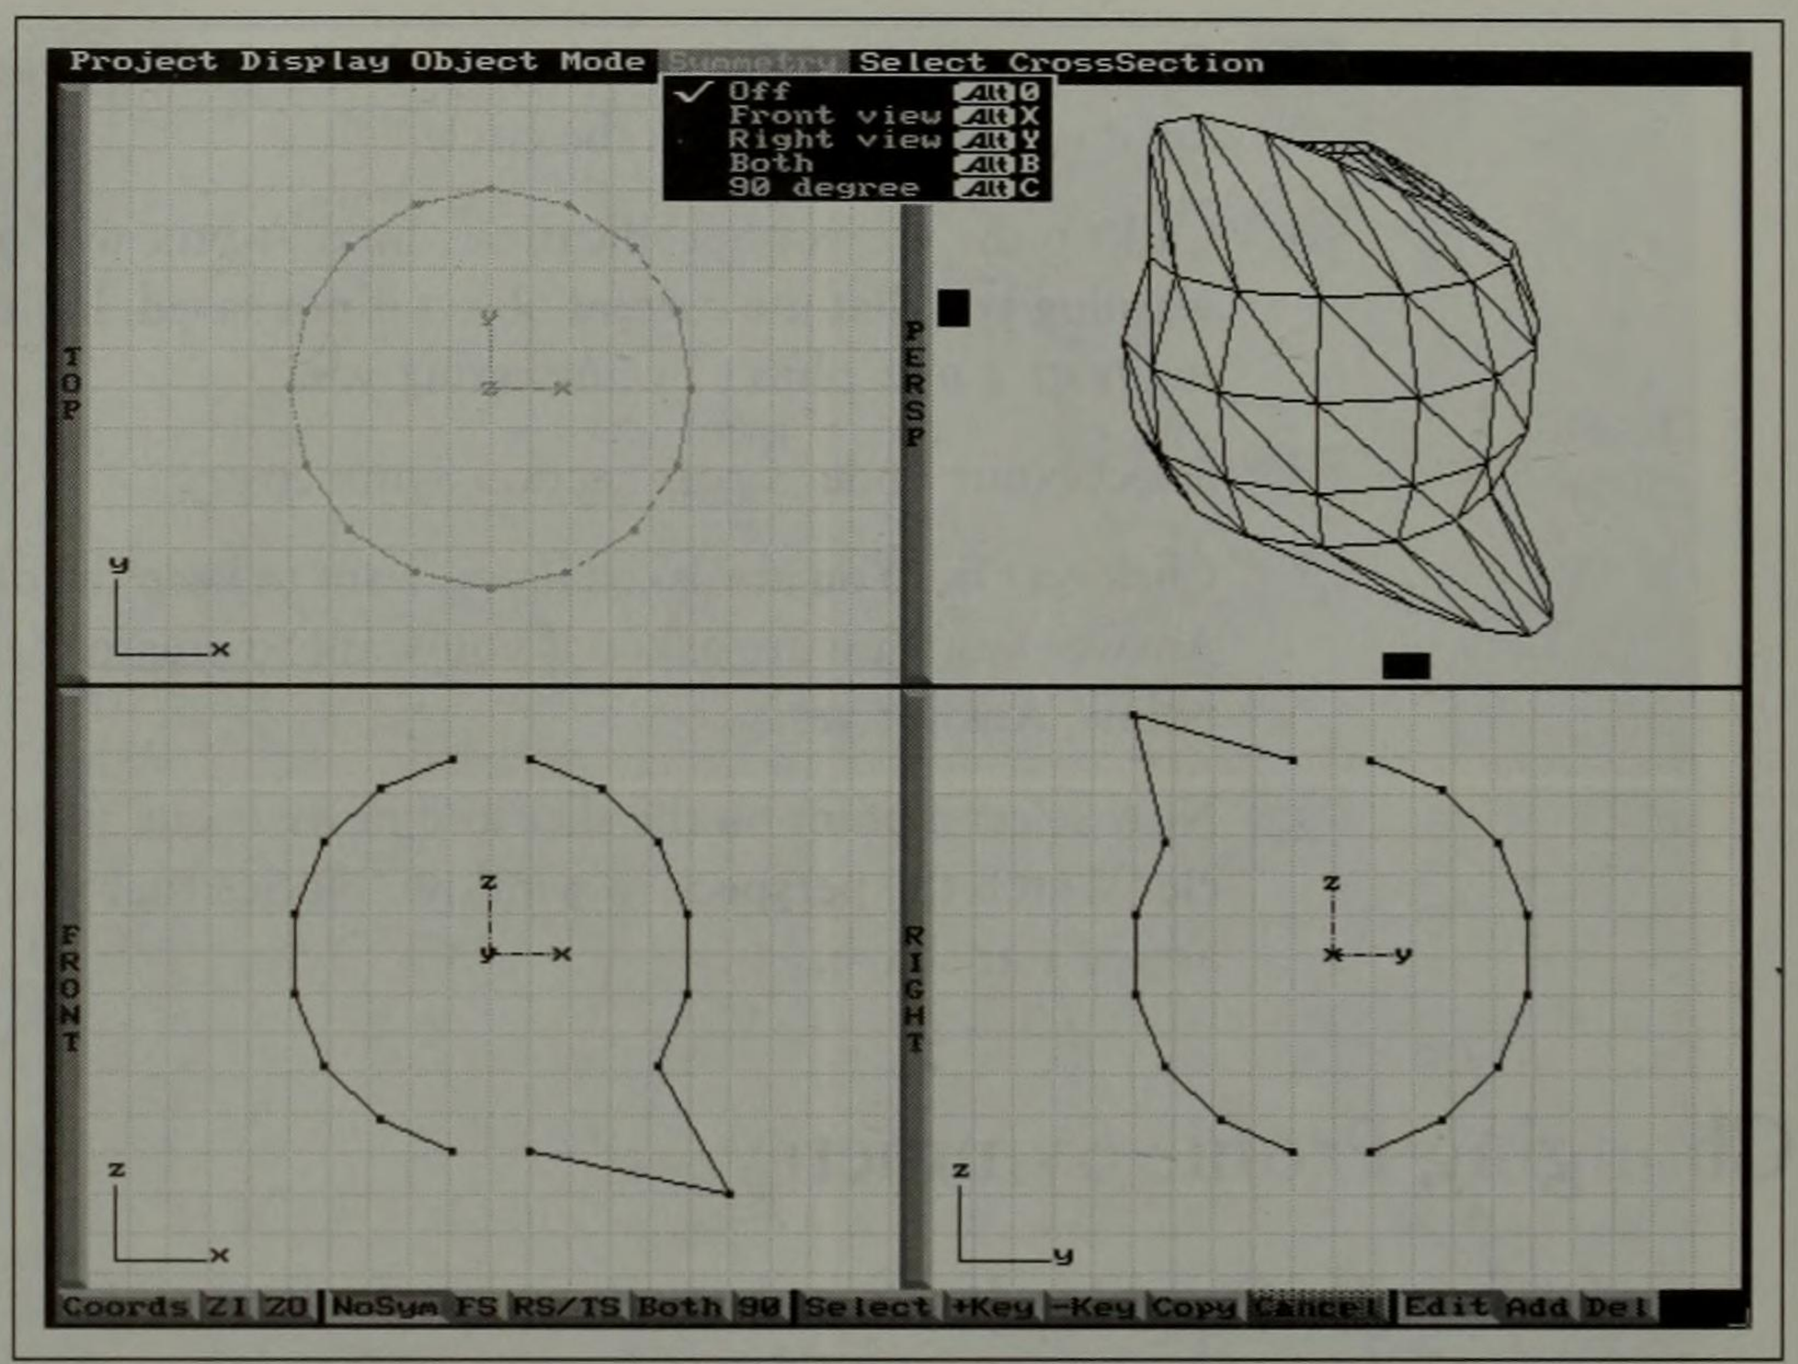

Figure 2-28
- **Off**: Points move independently (shown in Figure 2-28).